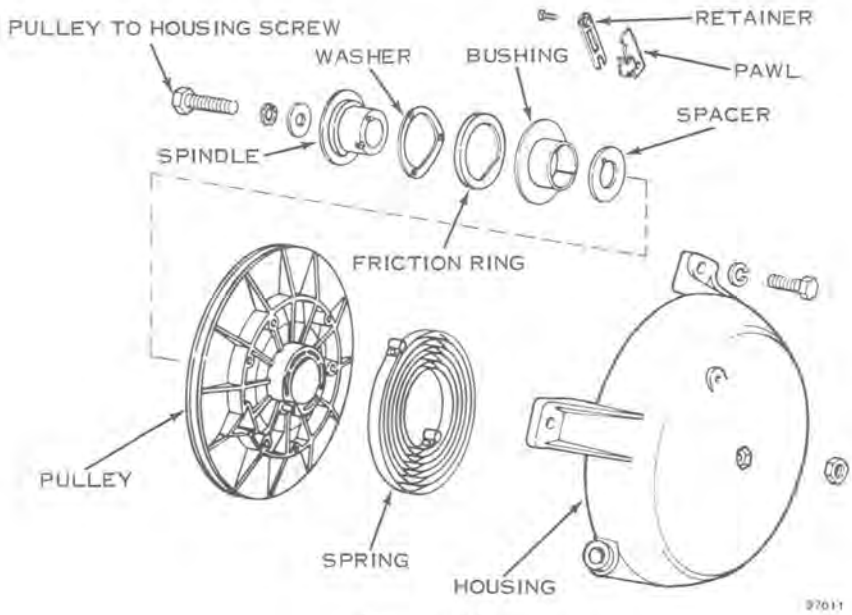

Figure 8-1
c. Remove screw (pulley to housing) and remove all components of starter pulley spindle assembly. See Figure 8-1.